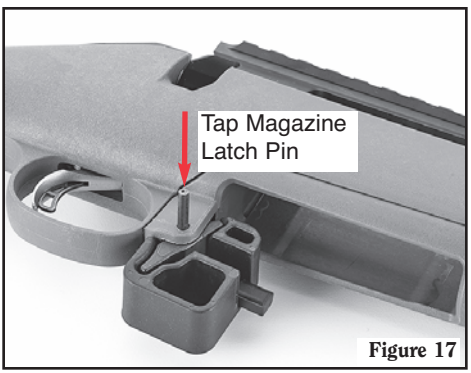

Figure 17
g. When the pin holes align, and with a non-marring hammer, tap the magazine latch pin flush into the magazine latch and spring assembly. (See Figure 17.)